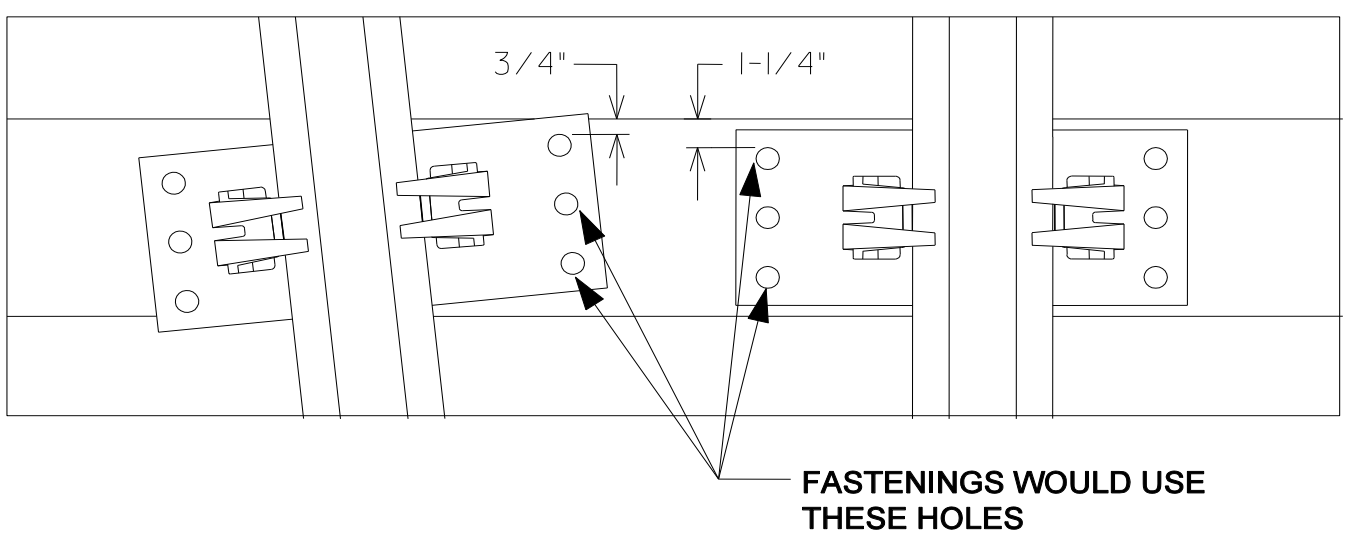

Figure 5-W
- Use the outer two holes unless one of the holes is within 1 inch of the end of the tie. In this case, you may use the middle hole. See Figure 5-W.